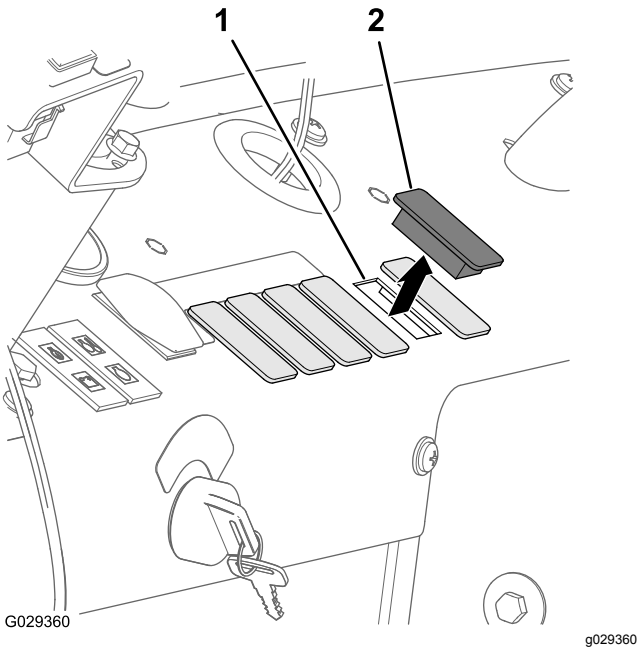
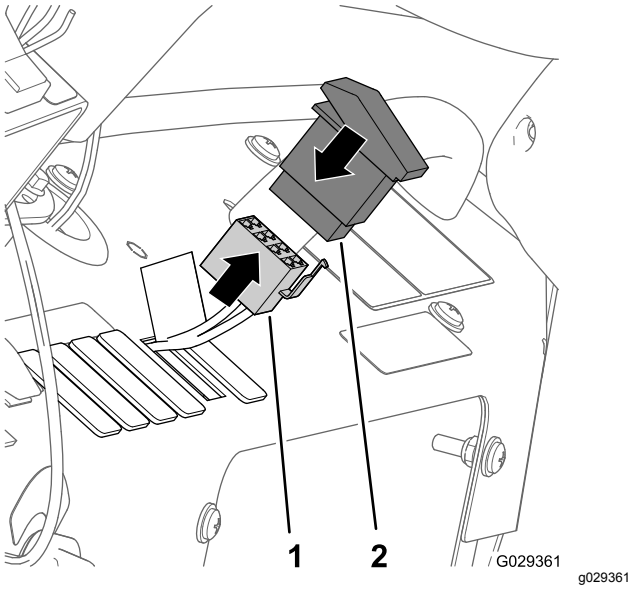

Figur 210
Figur 211
1. Ta bort den femte pluggen till höger på maskinens instrumentbräda (Figur 210).
2. Rikta in kontakten med åtta uttag genom instrumentbrädans öppning och anslut kontakten (Figur 211) till stiften på baksidan av vippomkopplaren med två lägen (omkopplare för kompressor på/av).
3. Montera omkopplaren i instrumentbrädan och tryck in omkopplaren tills den snäpper ordentligt på plats i öppningen (Figur 210 och Figur 211).